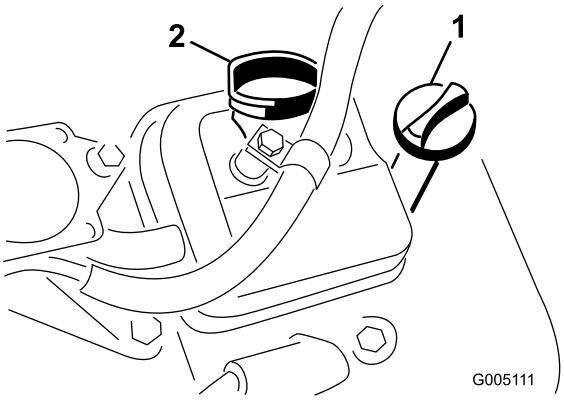

Figur 25
3. Stick ned oljestickan i röret, skruva fast den och se till att den sitter ordentligt (Figur 25).